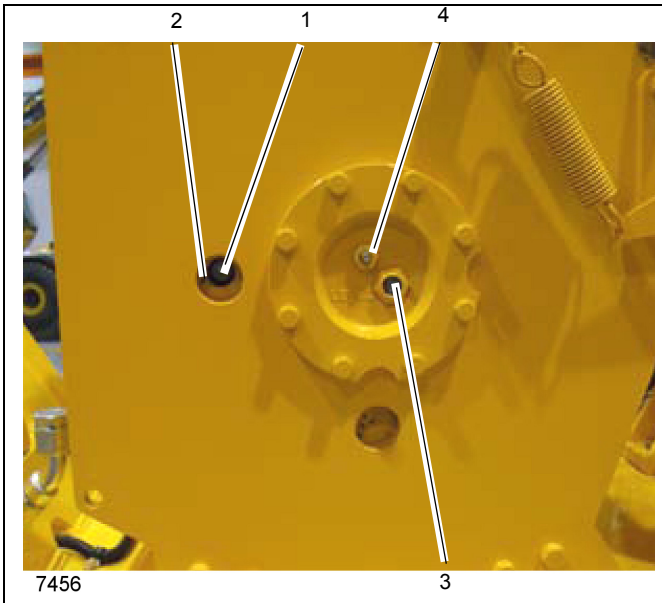

FIGURA 5-3
NOTA: Si no se alinea el tapón de llenado/vaciado (1) con el agujero de acceso superior (2) tal como se ilustra en la Figura 5-3 antes de revisar el nivel de aceite, se obtendrá una indicación imprecisa.
1. Gire el tambor del malacate hasta que el tapón de llenado/vaciado (1) quede visible por el agujero de acceso superior (2) mostrado en la Figura 5-3.